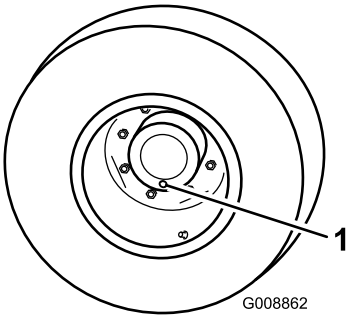

Figuur 58
1. Zet de machine op een egale ondergrond en draai een wiel zo dat een van de controlepluggen helemaal onderaan staat (Figuur 58).